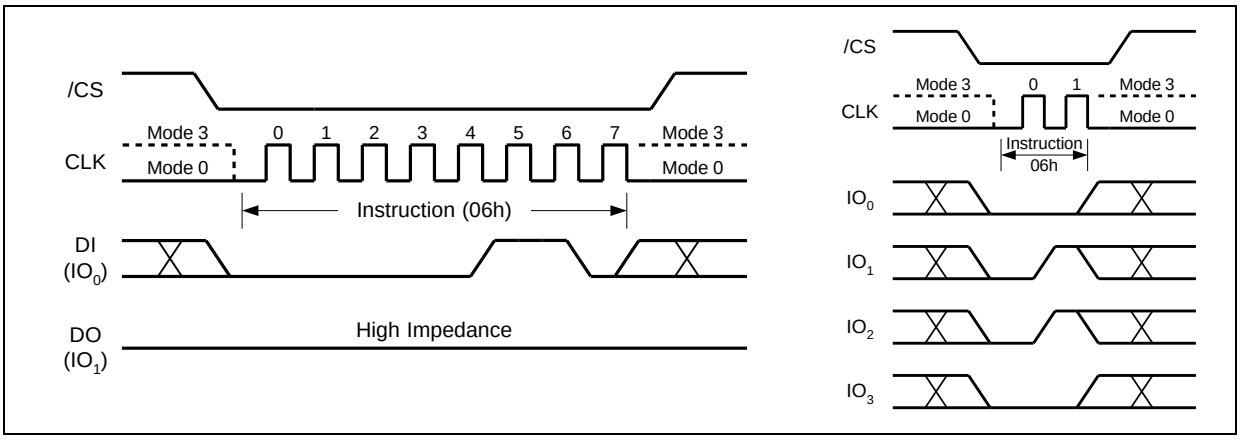

Figure 6.4.1 Write Enable instruction
The Write Enable instruction Figure 6.4.1 sets the Write Enable Latch (WEL) bit in the Status Register to a 1. The WEL bit must be set prior to every Page Program, Quad Page Program, Sector Erase, Block Erase, Chip Erase, Write Status Register and Erase/Program Security Registers instruction. The Write Enable instruction is entered by driving /CS low, shifting the instruction code “06h” into the Data Input (DI) pin on the rising edge of CLK, and then driving /CS high.